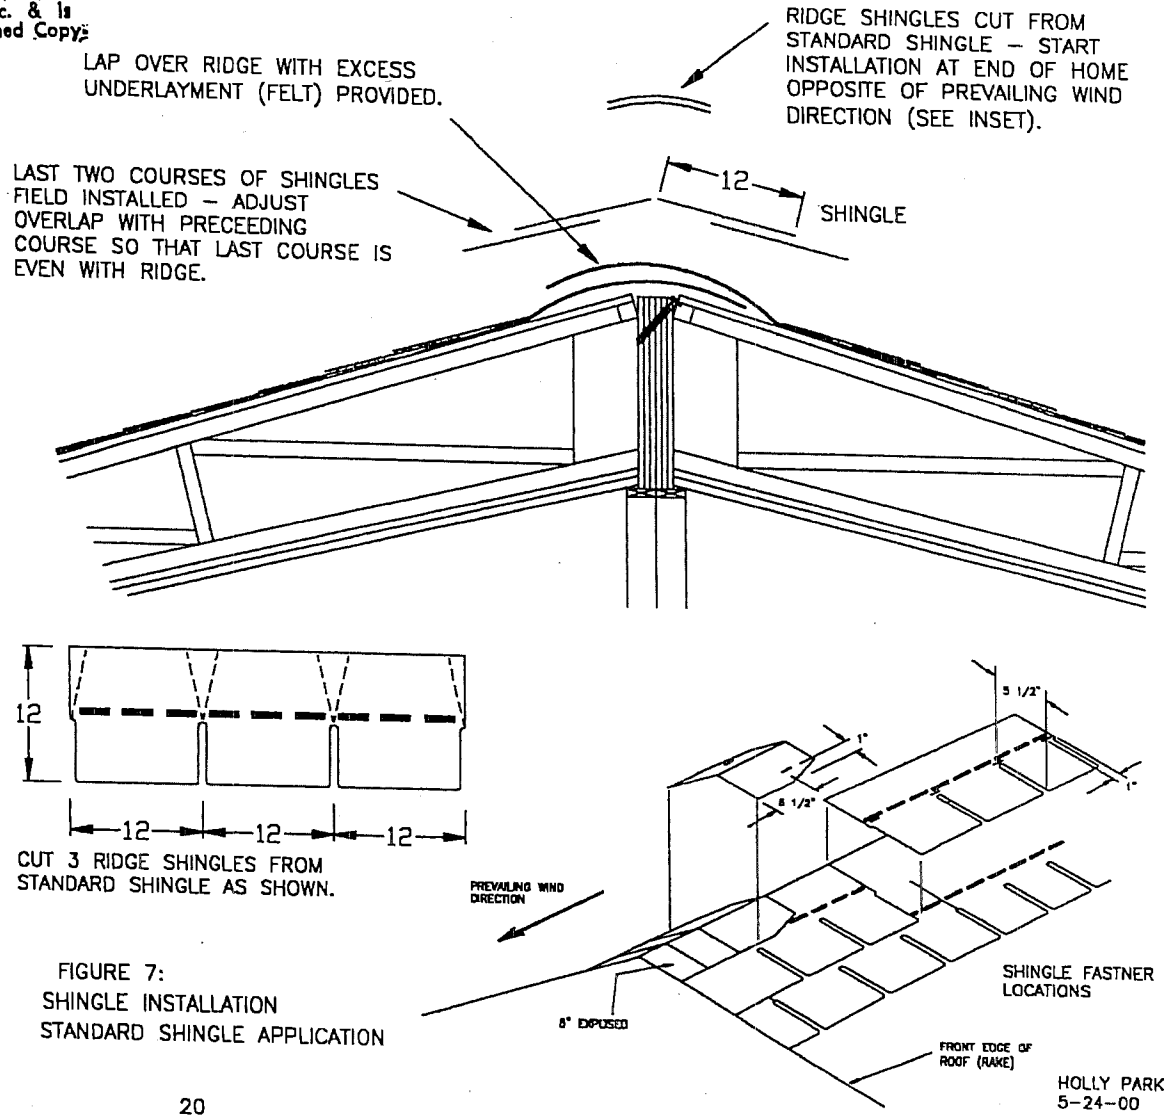

FIGURE 7:
SHINGLE ROOF: (Refer to figure 7)
2. Install two last courses of shingles each side of ridge per instructions in figure 7 and shingle manufacturer's instructions. NOTE: Each successive course is started with a shingle 8" shorter than first shingle of preceeding course (cut shingle to proper length), or for special shingle application refer to instructions on the back of the bundle.
3> Cut shingles for ridge cap and install away from prevailing wind direction (refer to figure 7).